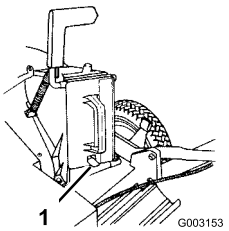

Bild 8
3. Schieben Sie die Abdeckung so weit ein, dass der Federclip an der Unterseite der Abdeckung einschnappt. Dadurch wird sie sicher im Auswurfkanal befestigt (Bild 8).